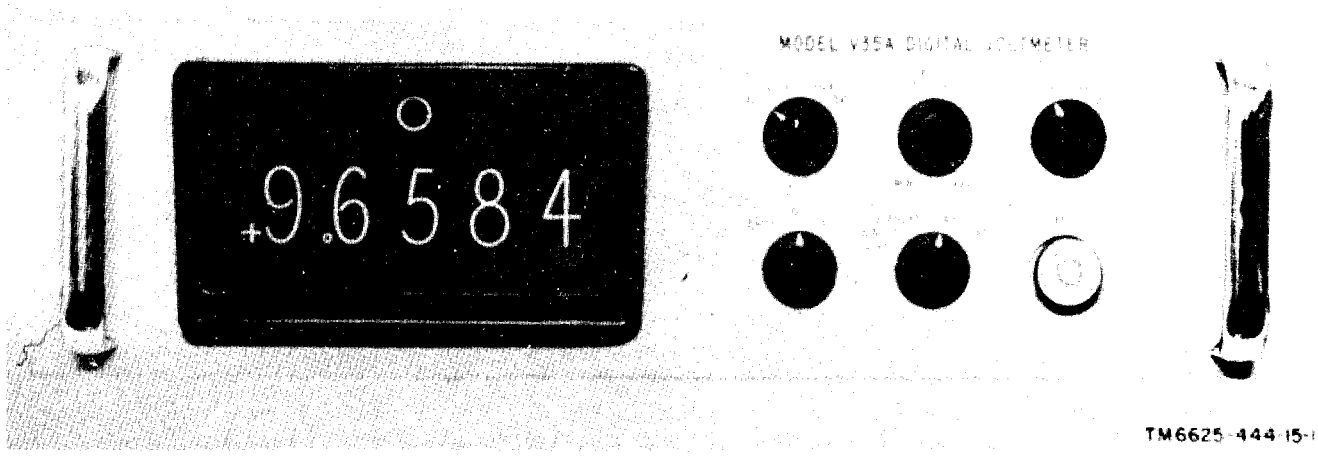

Figure 1-1. Digital Voltmeter AN/GSM-64.
a. This manual contains instructions covering operation, organizational, direct support, general support, and depot maintenance of Digital Voltmeter AN/GSM-64 (fig. 1-1). It includes instructions for troubleshooting, testing, aligning, and repairing the equipment. Also included is the functioning of the AN/GSM-64.
a. The CX-7495/GSM-64 (fig. 1-3) connects dc input voltages to the equipment. The CX-7495/GSM-64 plugs into either the front panel signal input connector (fig. 1-1) or rear panel signal input connector J-115 (fig. 1-2).